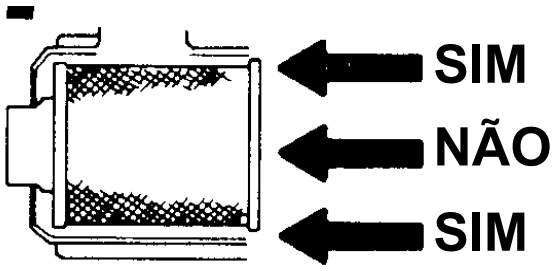

FIGURA 7-7
b. INSIRA O FILTRO CORRETAMENTE. A área de vedação está na parte interna da extremidade aberta do filtro primário. Um filtro novo possui um lubrificante seco para ajudar na instalação. A área de vedação crítica estica ligeiramente, faz um ajuste automático e distribui a pressão de vedação uniformemente. Para concluir uma vedação firme, aplique pressão no aro externo do filtro, não no centro flexível. Não é necessário pressionar a tampa para prender a vedação (Figura 7-7).